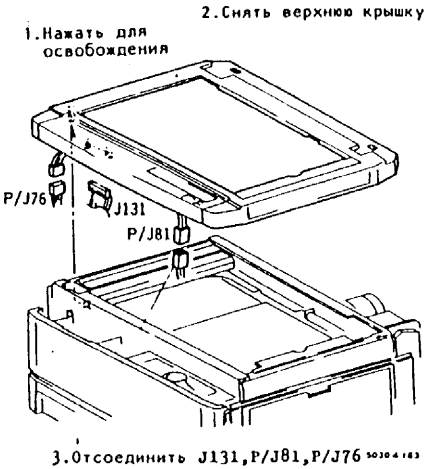

Рис. 3. Снятие верхней крышки
5. (Рис. 3): Снять верхнюю крышку.